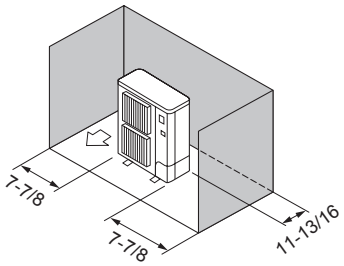

Fig. 3-7
③ Obstáculos sólo en la parte trasera y los laterales (Fig. 3-7)